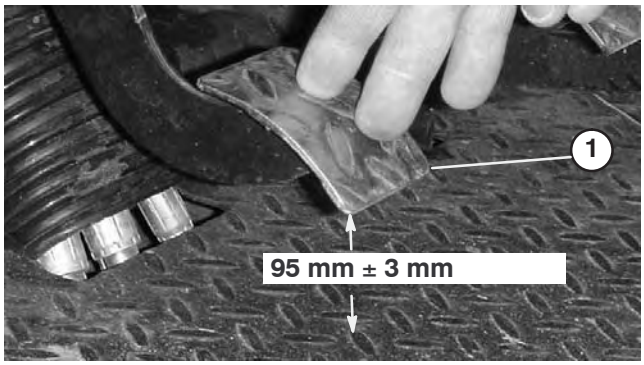

Bild 63
3. Stellen Sie die Klemmmuttern und/oder das Kugelgelenk ein, bis sich die untere hintere Kante des Kupplungspedals 95 mm ± 3 mm von der Oberseite des Bodenplattensternmusters befindet, wenn Sie eine Kraft von 18 N auf das Pedal anwenden (Bild 63).